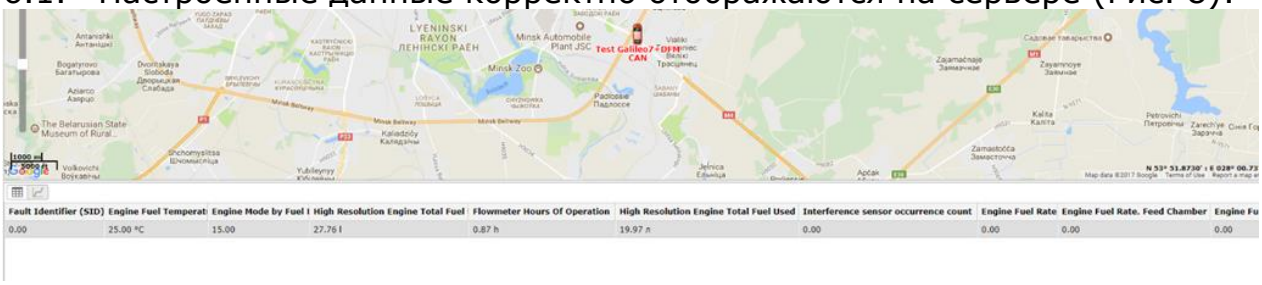

Рисунок 8
6.1. Настроенные данные корректно отображаются на сервере (Рис. 8):